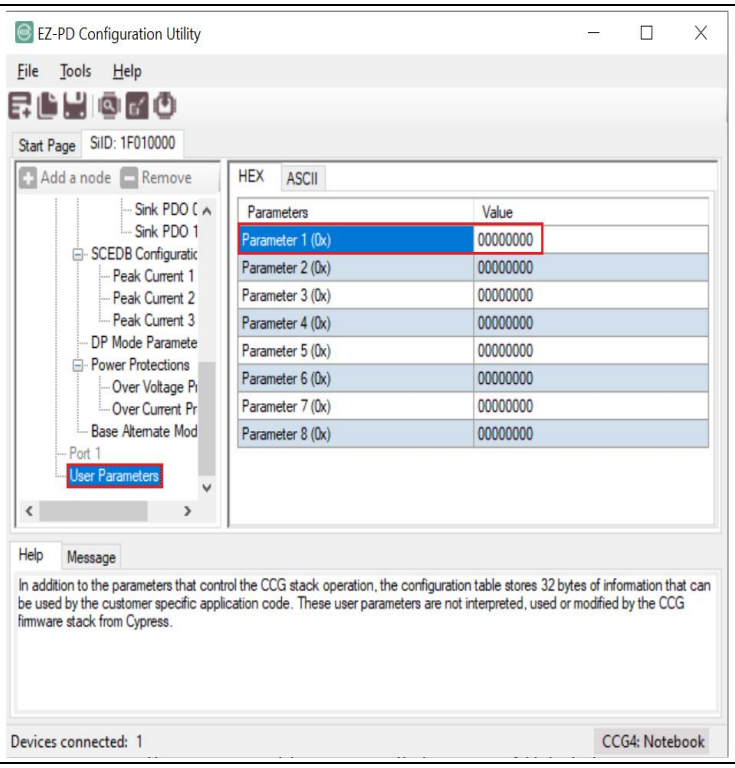

**Figure 16 Reading the User Parameters of the CCG4 device**
3. The existing configuration parameters will now be read and displayed in the EZ-PD™ Configuration Utility under **CCGx Configuration** in the left-hand panel. Device configuration parameters are sub-classified into *Device Parameters*, *Port Parameters*, and *User Parameters*. Scroll down to the bottom of the left-hand panel and select **User Parameters**, as shown in Figure 16.
4. Update the value of **Parameter 1,** highlighted in Figure 16, with the tester ID.